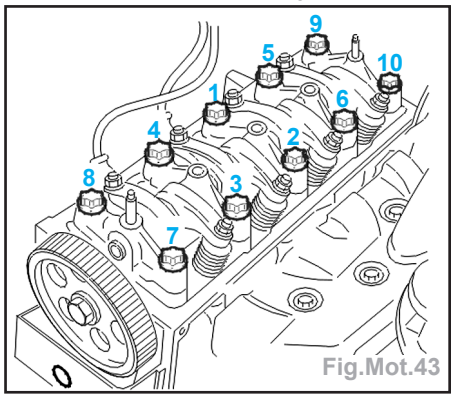

Fig.Mot.43
- Reposer les vis de culasse préalablement enduites d'huile moteur (Fig.Mot.43).